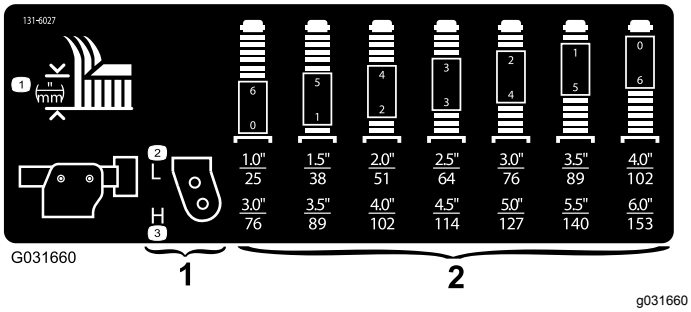

Bild 16
3. Stecken Sie die Laufradachsen in allen Laufradgabeln in die gleichen Löcher. Die richtigen Löcher für die jeweilige Einstellung finden Sie in der Tabelle (Bild 16).
Hinweis: Sie finden die richtige Kombination der Distanzstücke für die jeweilige Einstellung in der Tabelle: (Bild 16